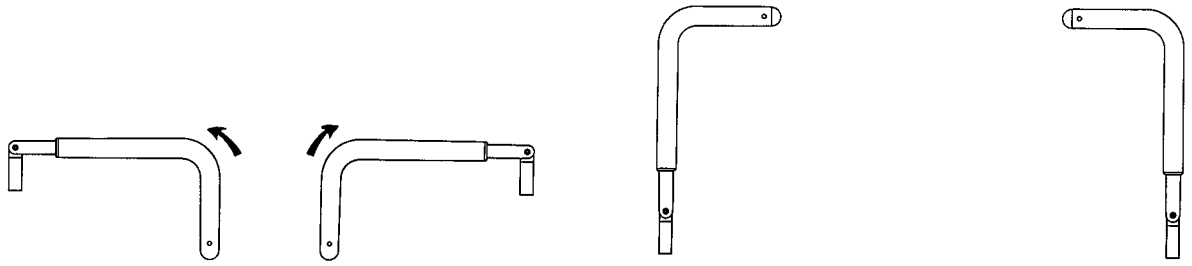

Figure 4 – Positionnement des poignées de poussée du côté tête
1. Faire pivoter les poignées vers le haut du côté tête du produit (Figure 4).